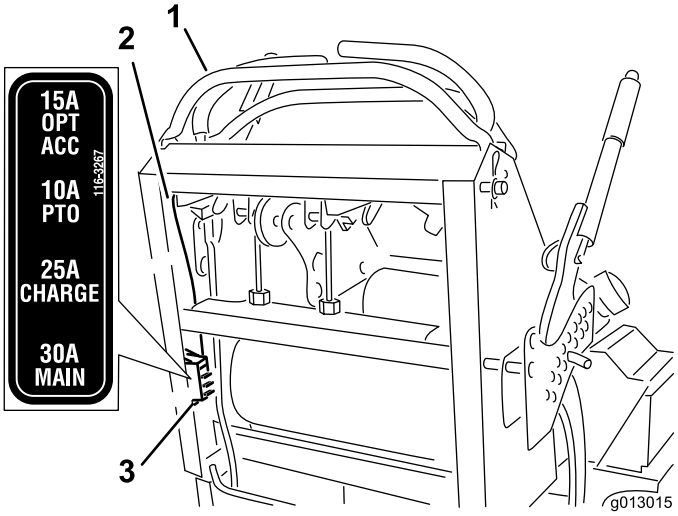

Figura 55
2. Tire hacia fuera del fusible para retirarlo y cambiarlo (Figura 55).